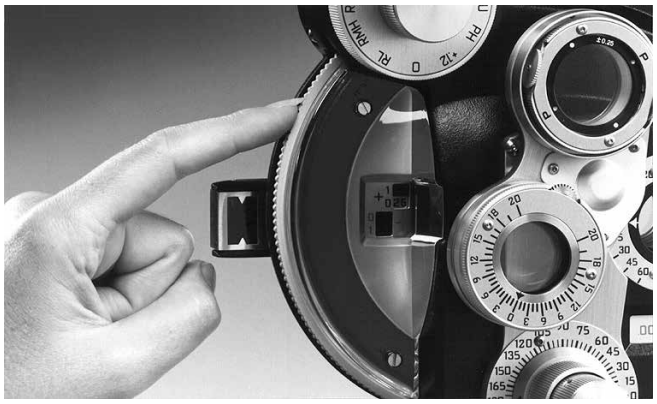

Figura TM-3 Movendo o Disco da esfera fraca
2. O uso é simples. Girar o Disco da esfera fraca para baixo (ou seja, em sentido horário no olho esquerdo, em sentido anti-horário no olho direito) introduz mais poder positivo e menos poder negativo. Consulte a Figura TM-3.
3. Girar o Disco da esfera fraca para cima introduz mais poder negativo e menos poder positivo. Consulte a Figura TM-3.